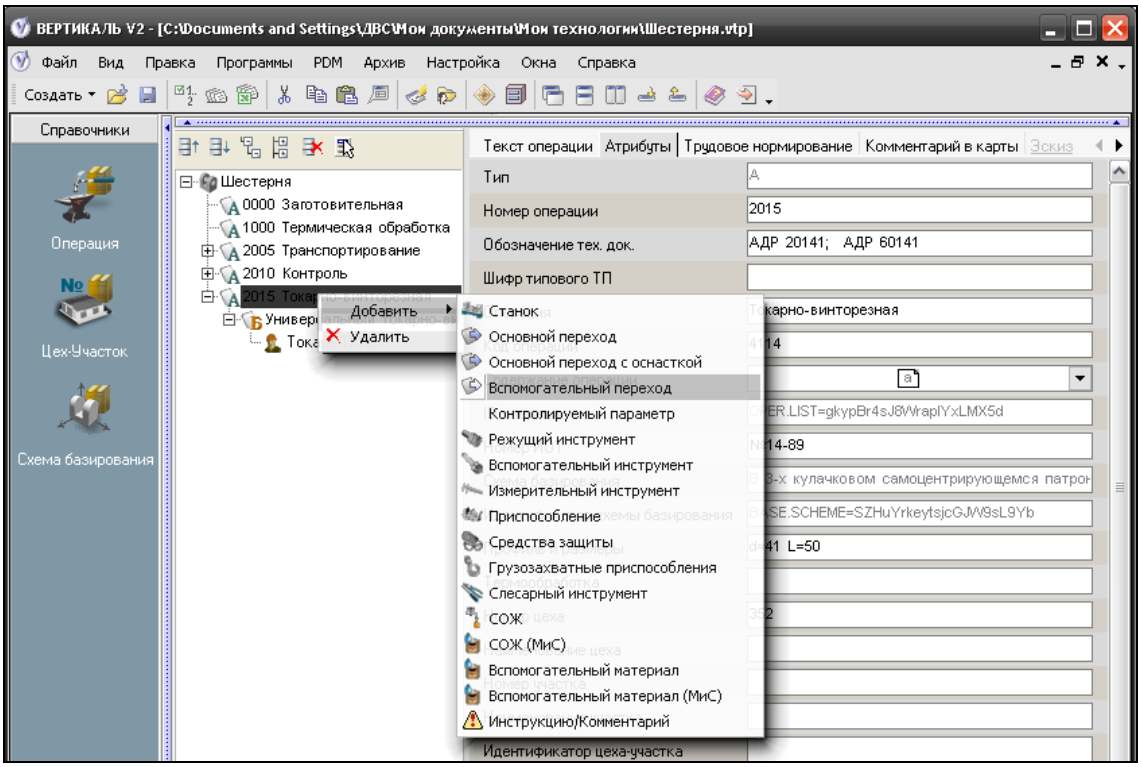

Рисунок 6.1 – Формування допоміжного переходу
2. У контекстному меню (рис. 6.1) вибрати пункт **Добавить – Основной переход** (якщо потрібно сформувати основний перехід) або **Добавить – Вспомогательный переход** (якщо потрібно сформувати допоміжний перехід).